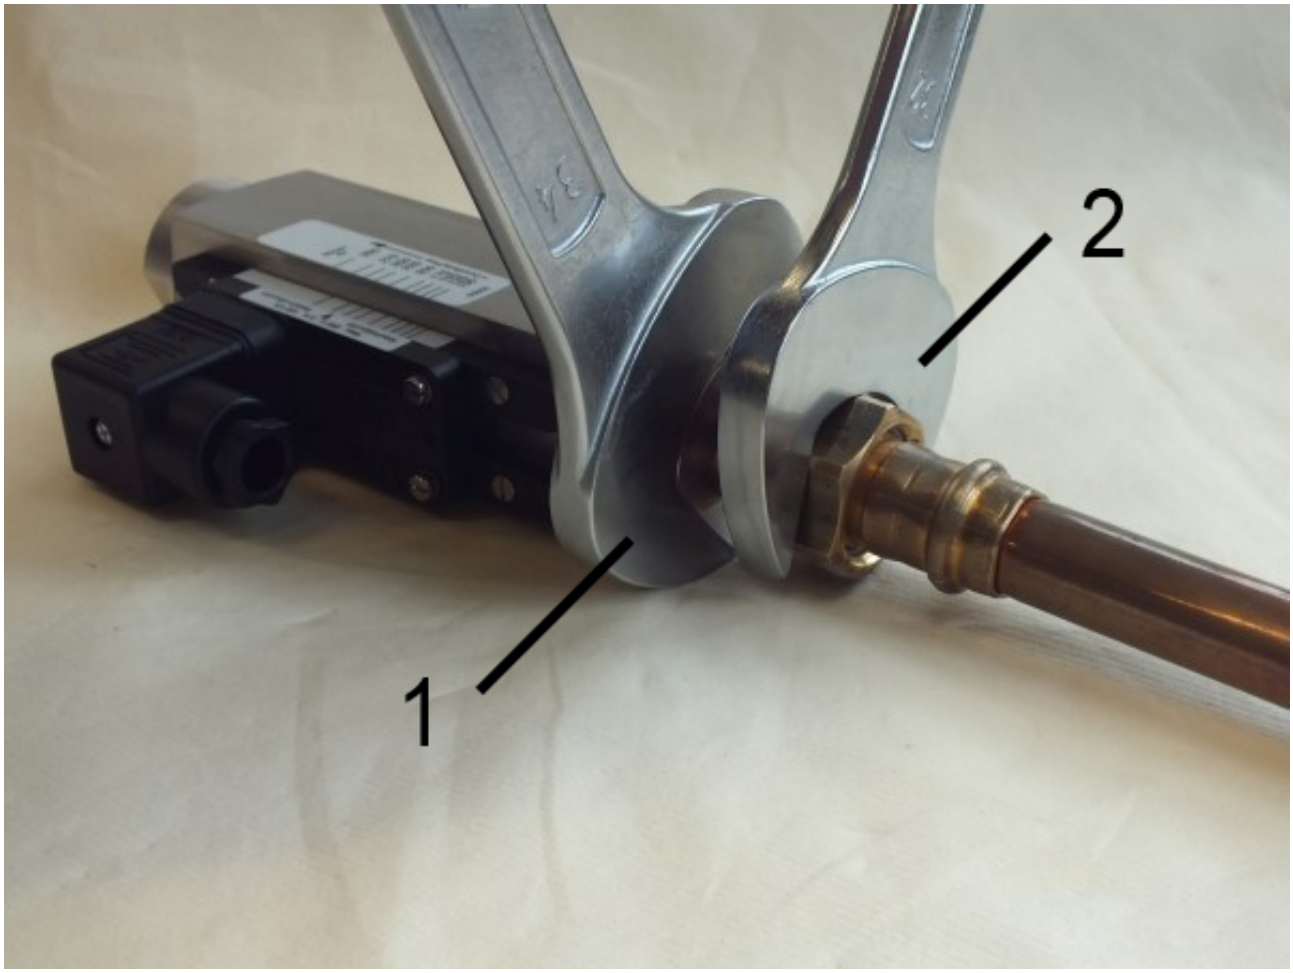

Fig. 11: Screw in the device
3. Keep turning in the adapter union (*Fig. 11*/2) while holding the process connection of the device locked (*Fig. 11*/1) until the connection is tight.